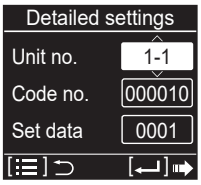

Fig. 7-3-3
The “Detailed settings” screen (Fig. 7-3-3) appears on the LCD display.
(3) Select the “Unit no.” (Fig. 7-3-3) by pressing the ∨ or ∧ button.